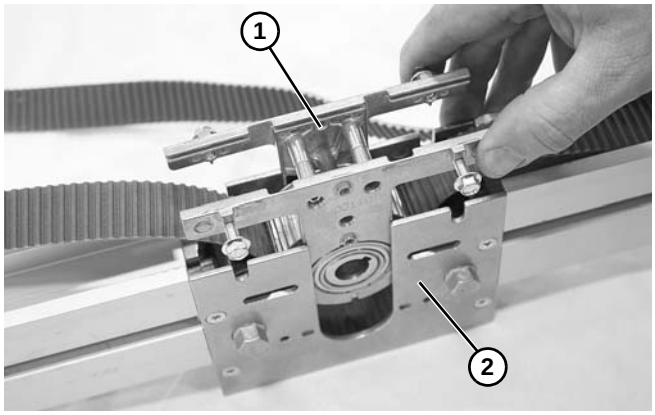

Figure 17
8. While pressing in on hex flange screws, remove mid drive cartridge **(Figure 17, item 1)** from mid drive assembly **(Figure 17, item 2)**.